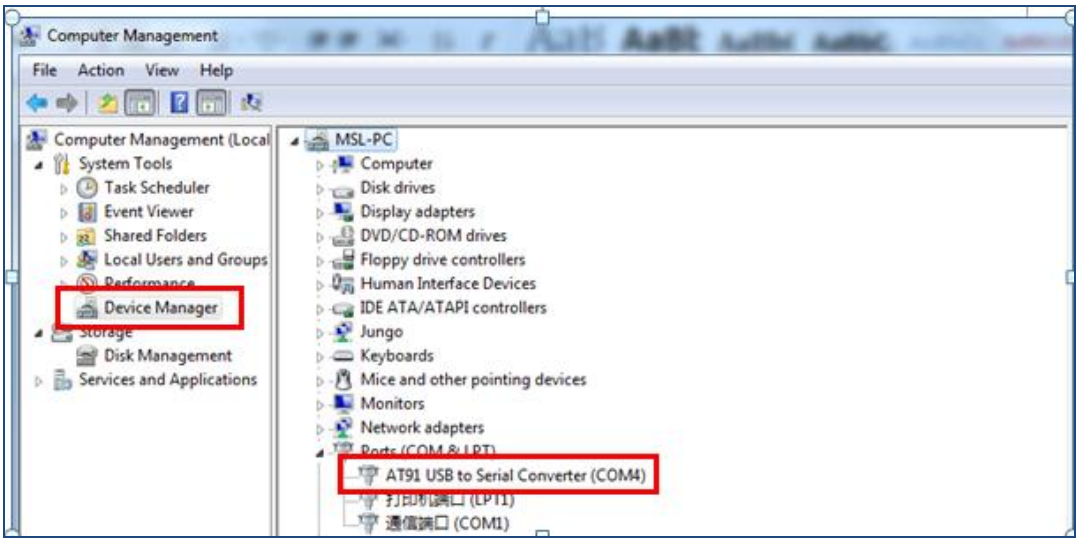

Figure 3-3
(2) If there is figure 3-3 in "computer->properties->Management-> device manager-> port", which shows board driver has been installed (According to the actual situation, here for COM4).